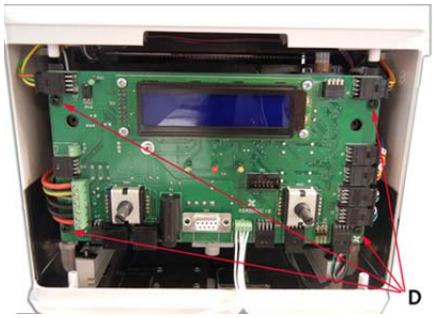

Fig. 1
- Remove the Can DC Step board by unscrewing the 4 screws **D**, see ***Fig.1***
- Remove the RSR008 board by unscrewing the 4 screws **D**, see ***Fig.1***